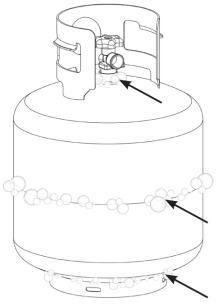

Figura 01
1. Folosiți o pensulă curată pentru a aplica o soluție de apă cu săpun delicat în proporție de 10/90 pe zonele de îmbinare ale buteliei GPL (indicate prin săgeți în Figura 01).